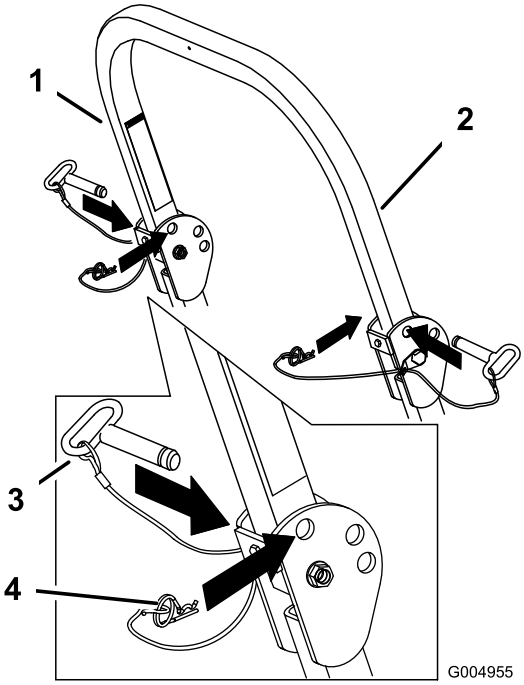

Figur 9
1. Ta loss hårnålssprintarna och ta bort de två tapparna (Figur 9).
3. Montera de två tapparna och säkra dem med hårnålssprintarna (Figur 9).
4. Fäll upp störtbågen genom att lossa hårnålssprinten och ta bort de två tapparna (Figur 9).
5. Fäll upp störtbågen till upprätt läge, montera de två tapparna och säkra dem med hårnålssprintarna (Figur 9).